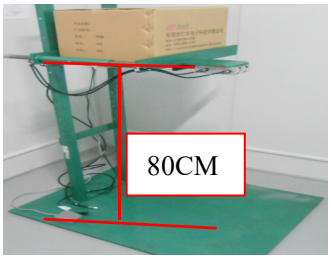

Figure 2
2. The distance between the product and the floor steel plate is 80 CM(Figure 2)